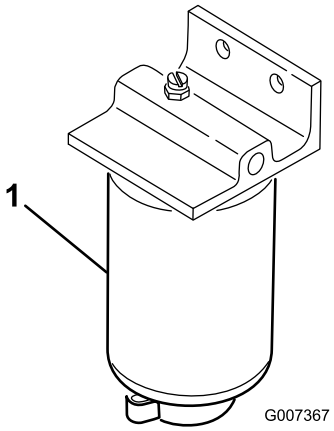

Figura 38
1. Coloque un recipiente limpio debajo del filtro de combustible (Figura 38).
2. Limpie la zona de montaje del filtro (Figura 38).